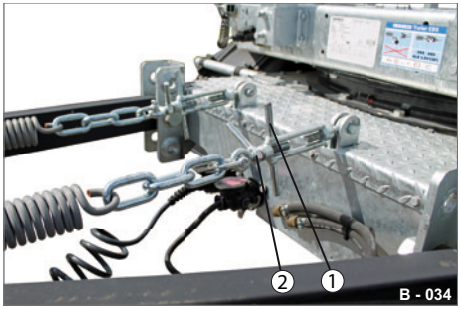

Abb. 50 Höheneinstellung - Variante 2
▶ Lösen Sie die beiden Sicherungsmuttern (Abb. 50/2).
▶ Drehen Sie die beiden Spannschrauben parallel (Abb. 50/1) in die benötigte Richtung.